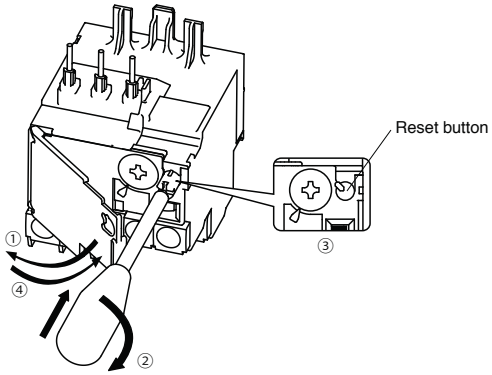

Figure 2
6) Changing between Manual Resetting and Auto Resetting [Figure 2]